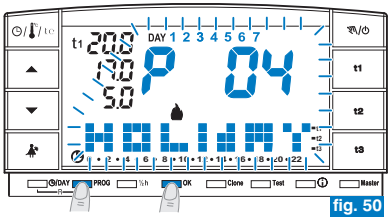

fig. 50
- Pulsar varias veces la tecla **PROG** hasta que en la pantalla aparezca el mensaje **P 04 HOLIDAY** parpadeando; luego confirmar pulsando la tecla **OK** (fig. 50).